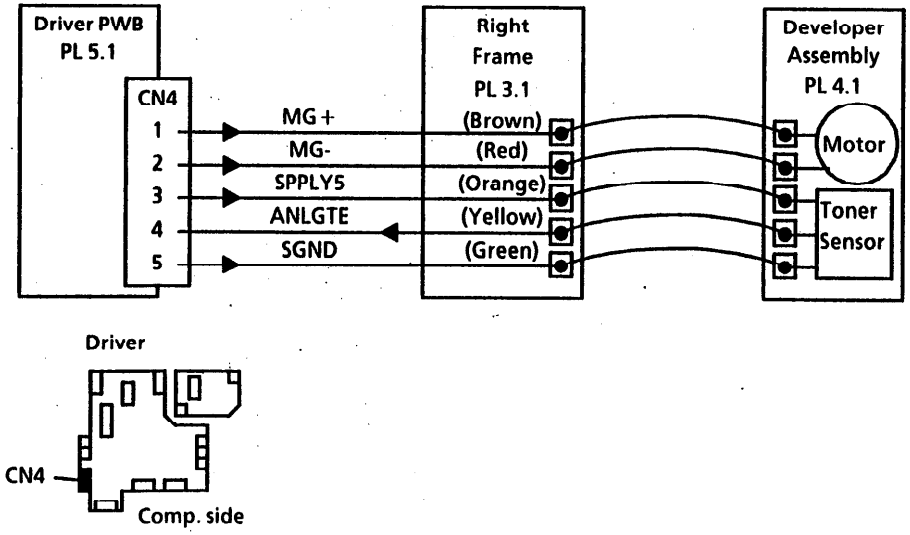

Рис. 1. Узел проявления
9. Включите питание аппарата. Проверьте выходной сигнал датчика тонера (Рис. 1). Измерьте напряжение между землей и контактом 4 на разъеме CN4 на драйверной печатной плате.